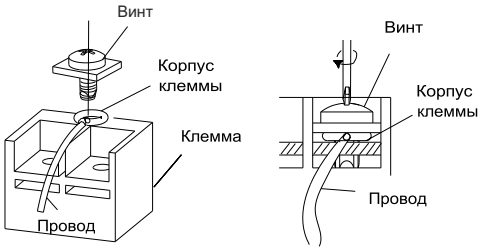

Рис. 4.38
4). Зафиксируйте кольцевые наконечники с проводами в клеммах с винтами с помощью отвертки (Рис. 4.38)